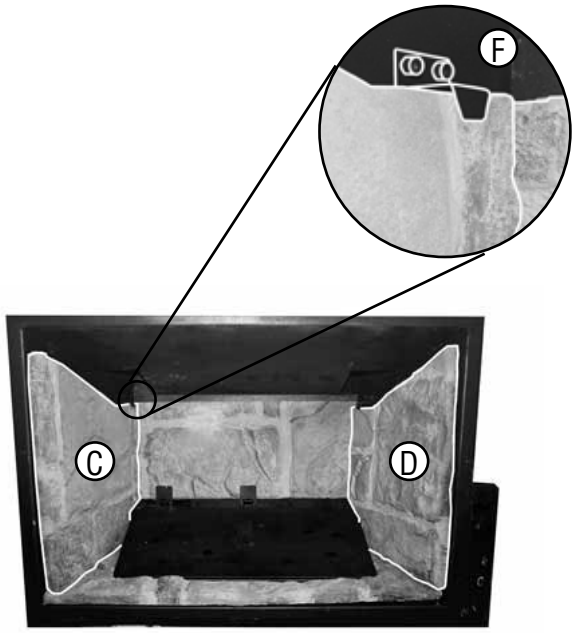

Figure 5
Step 3. Position and slide the side panels against the rear panel. Make sure panels are behind brackets to hold them in at the top. The side panels will hold the rear brick panel against the back of the firebox. See ***Figure 5***.